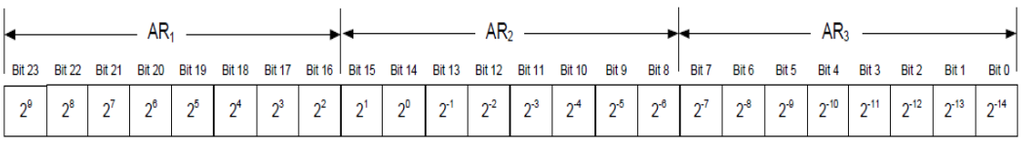

Рисунок 5-1
1)Выход угловой скорости гироскопа $\frac{AR_1 \cdot 2^{16} + AR_2 \cdot 2^8 + AR_3}{2^{14}}$ °/с, формат битов данных показан на рис. 5-1